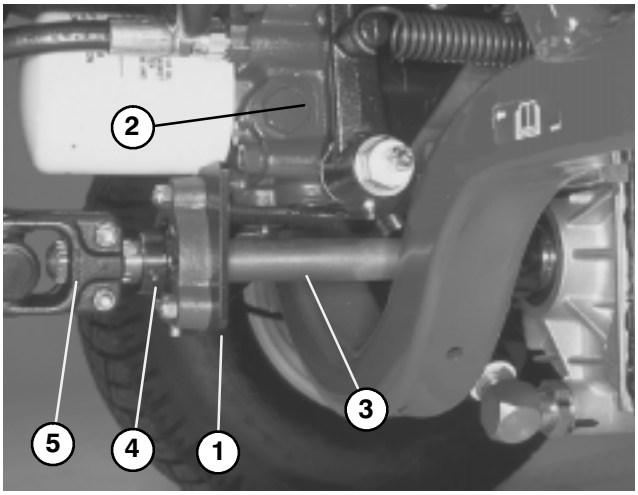

Figure 9
6. Mount bearing assembly to bearing bracket with (3) 5/16–18 x 1–1/4" lg. carriage bolts and 5/16 – 18 locknuts, as shown in figure 9.